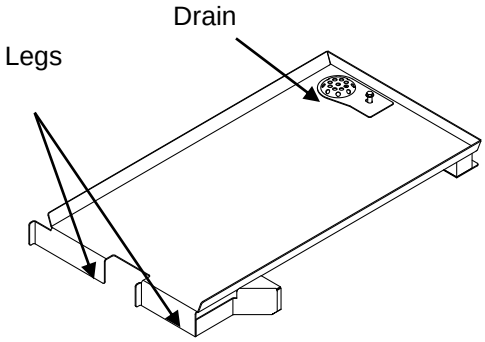

Figure 3-4 KleanShield™
5) KleanShield™ legs must be flush against the bottom of the steamer. See Figure 3-4.